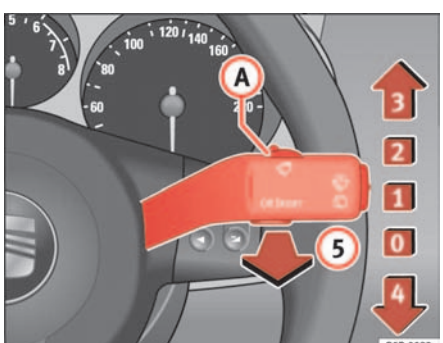

Fig. 84 Windscreen wiper and windscreen wash lever
The windscreen wiper lever ⇒ fig. 84 has the following positions:
- The next speed down will automatically be selected if wiper speed (2) ⇒ page 120, fig. 84 or (3) is selected when the vehicle stops. The set speed will be resumed when the vehicle starts again.